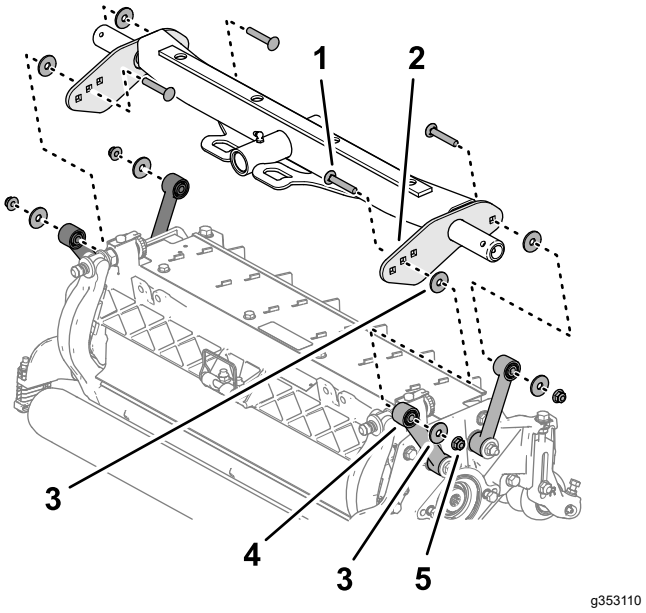

Rysunek 18
2. Ustaw podkładkę między płytą nośną a łącznikiem (Rysunek 18), a następnie luźno zmontuj płyty i podkładkę dystansową za pomocą śruby podsadzanej (⅜ x 2¼ cala), podkładki i nakrętki zabezpieczającej kołnierzowej (⅜ cala).